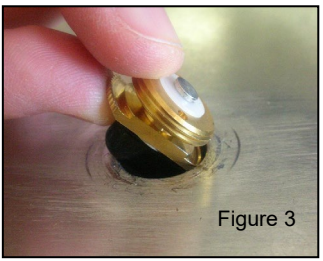

Figure 3
e. With the mount resting in place, thread the locking nut onto the mount body. Ensure the O-ring is in place and continue to thread by hand (Figure 3).